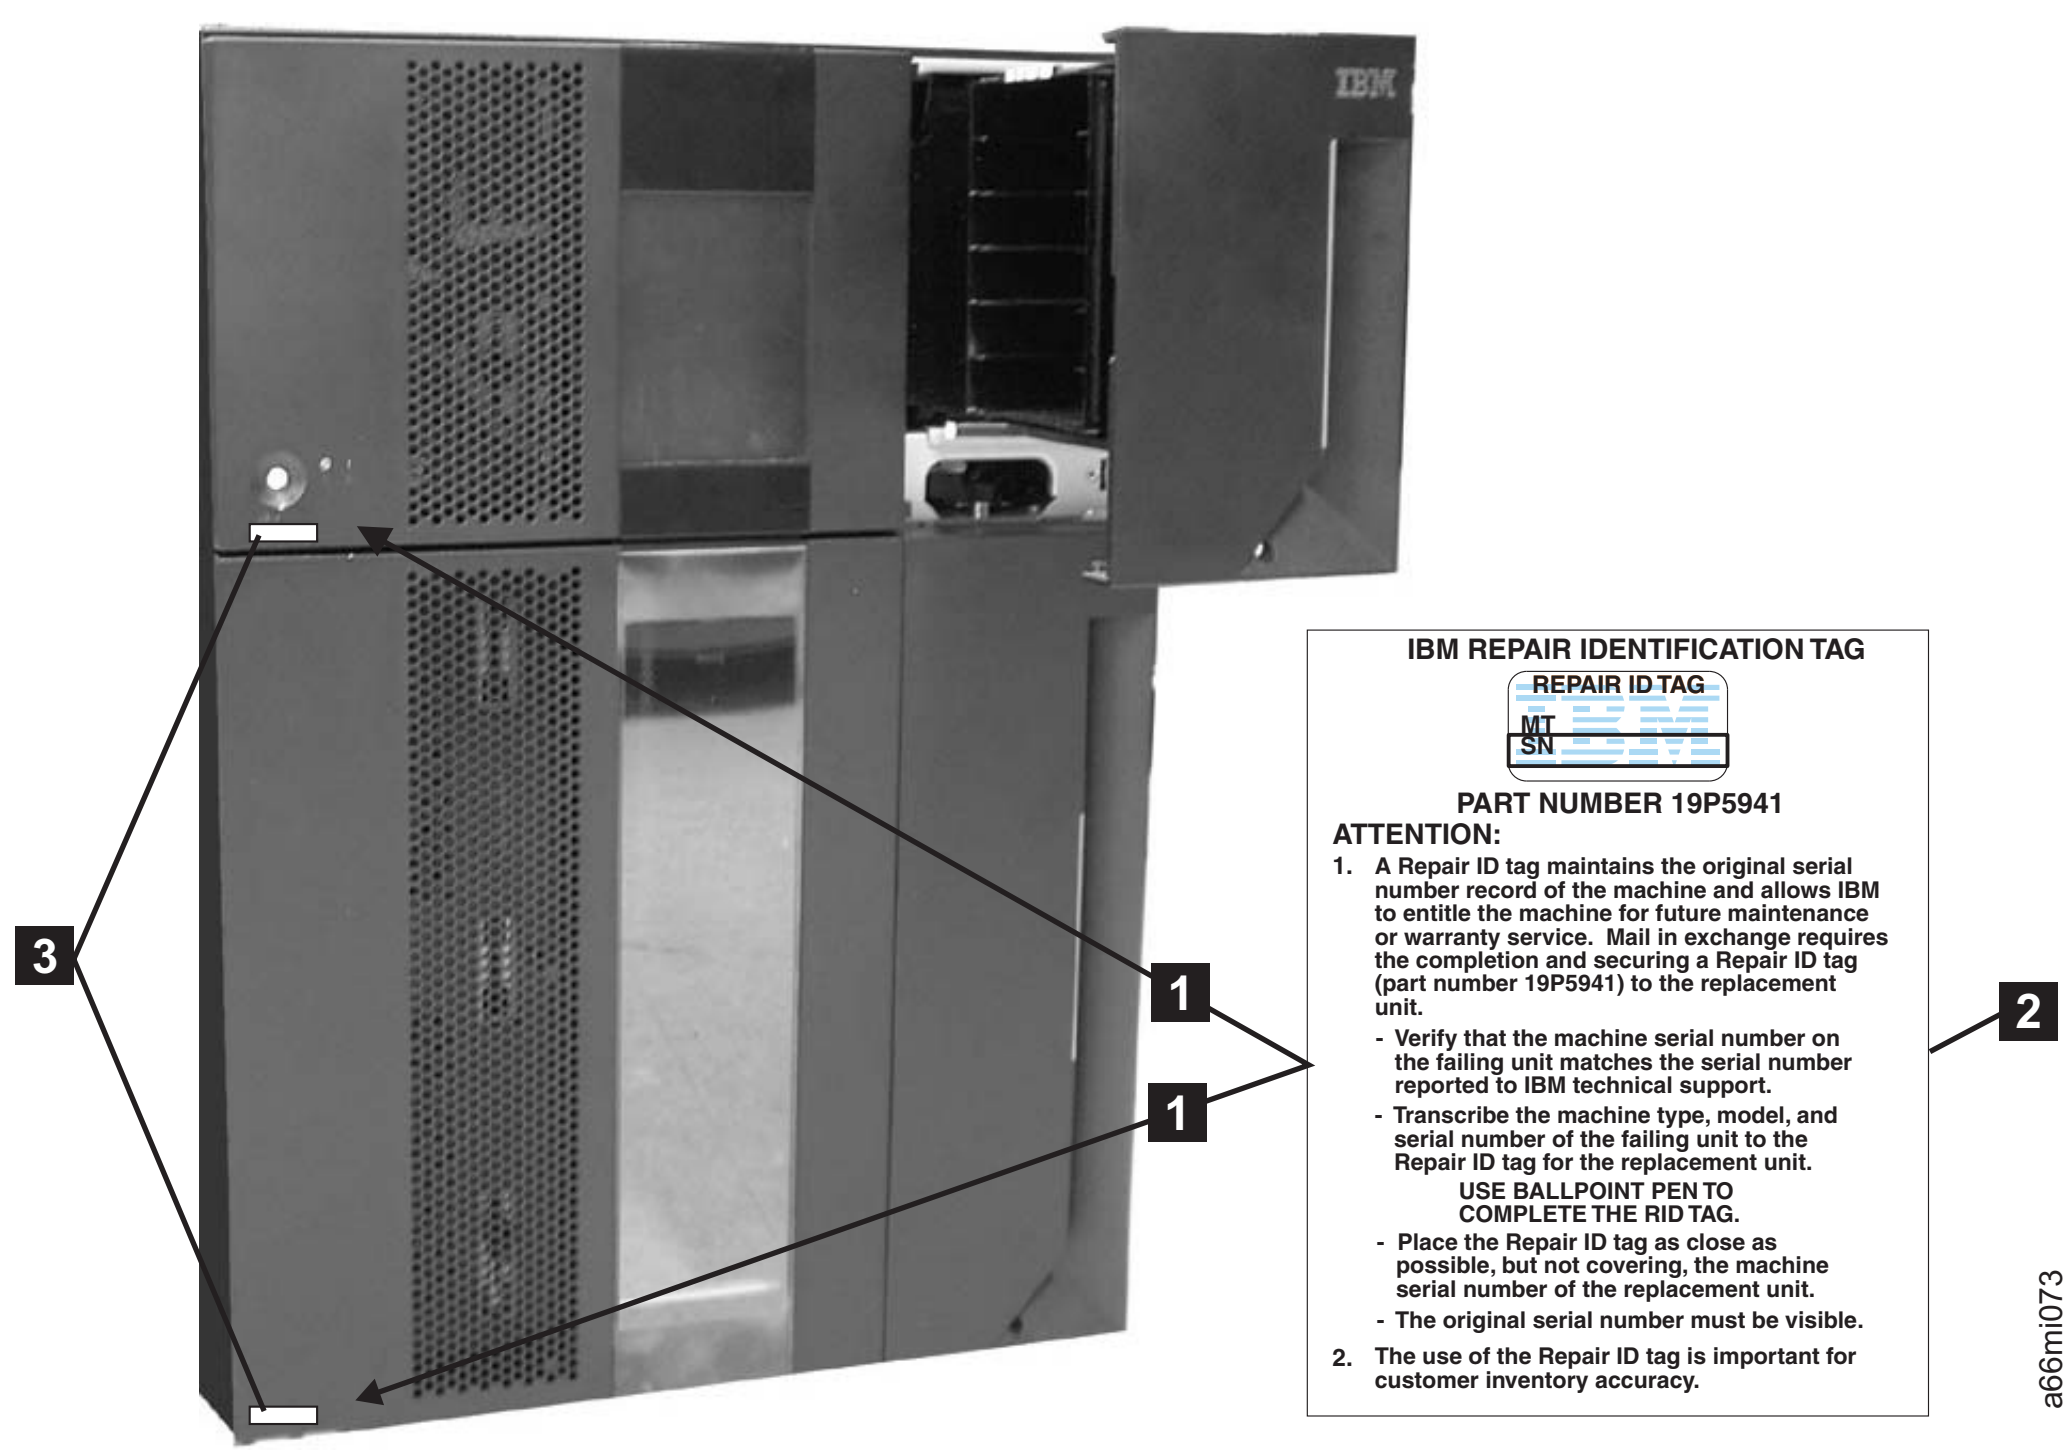

Figure 6-21. RID tag placement
1. Copy the serial number from the label in the lower left corner of the old enclosure onto the RID tag (**2** in Figure 6-21).
2. Place the RID tag to the right of, but not covering, the serial number label located in the lower left corner of the new library enclosure (**1** in Figure 6-21).